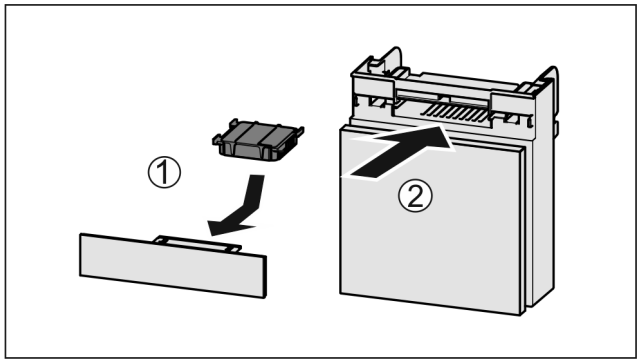

Fig. 191
▶ Introduceți *Fig. 191 (1)* filtrul de cărbune activ după cum se vede în figură.
▶ Împingeți *Fig. 191 (2)* compartimentul în interior.